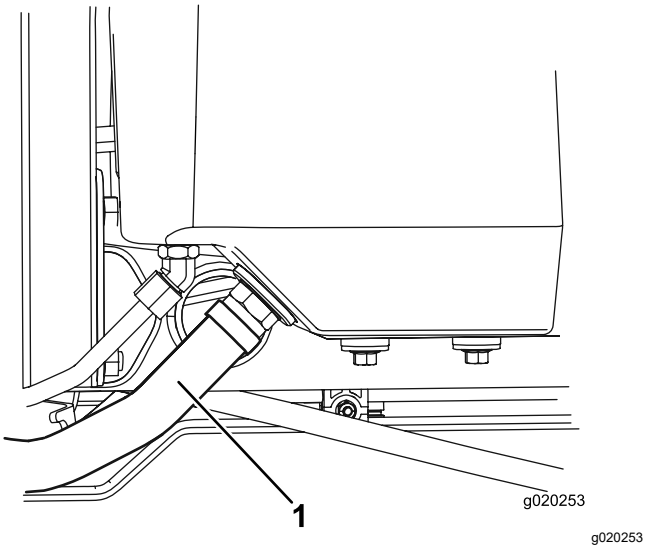

**Figure 80**
2. Débranchez le gros flexible hydraulique (Figure 80) du réservoir et faites couler le liquide hydraulique dans un bac de vidange.